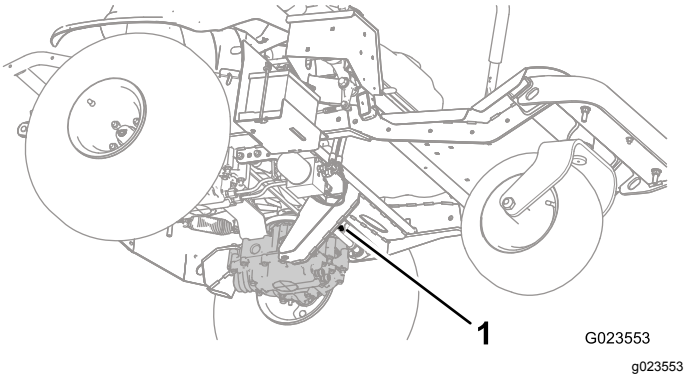
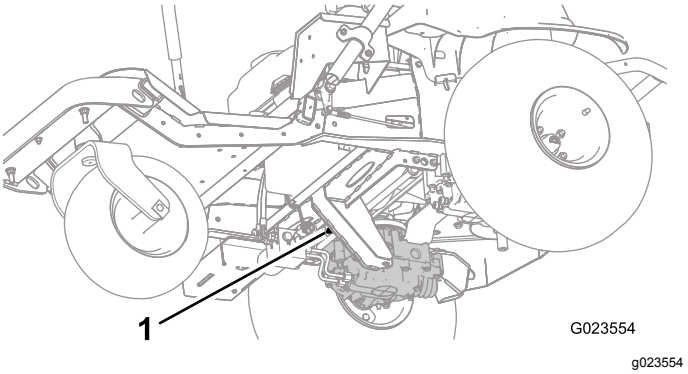
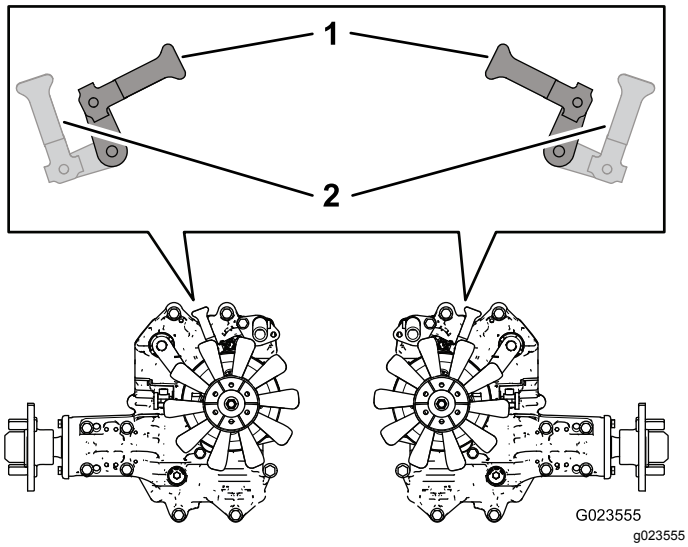

Figur 27
Figur 28
Figur 29
2. Drej omløbsventilhåndtagene (Figur 27 og Figur 28) under maskinen, så de peger indad mod midten af maskinen (Figur 29), og deaktiver parkeringsbremsen. Se Betjening af parkeringsbremsen (side 23).
3. Når du er færdig med at skubbe eller bugsere maskinen, skal du dreje omløbsventilhåndtagene, så de peger mod maskinens forende, for at maskinen kan køre (Figur 29).